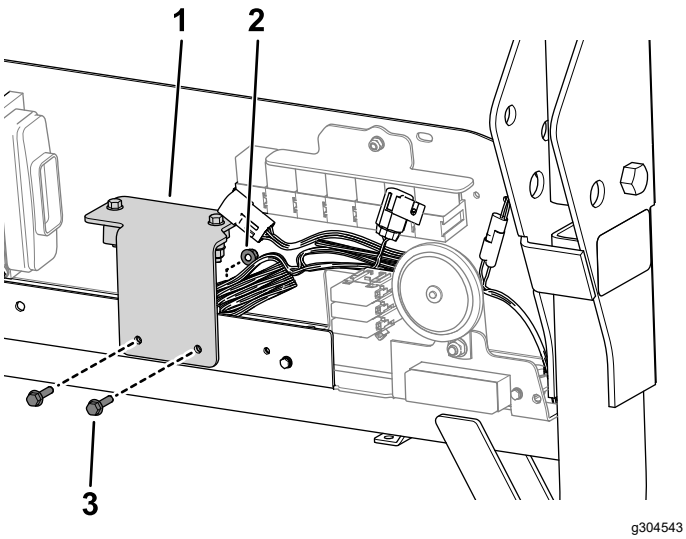

Bild 10
14. Befestigen Sie die Neigungssensorhalterung mit zwei Schrauben (M6 x 25 mm) und zwei Bundmuttern (M6) am Schaltkasten (Bild 10).